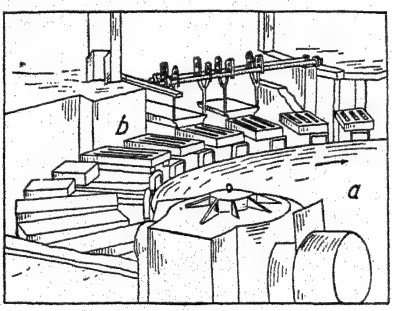

FIG. 228.—Commercial copper form-casting machine. *a*. Casting wheel, or table. *b*. Moulds. (*Courtesy of Anaconda Copper Mining Company.*)
5. *Casting.*—This operation consists of casting the molten copper into commercial shapes, wire bars, slabs, wedge bars, cakes, ingots, ingot bars and billets (Fig. 228). The moulds are made of copper and sprayed with a bone-ash emulsion. The moulds are placed radially in a circular casting machine known as the "Clark casting machine." As the wheel turns around, the moulds are filled with copper from the furnace. After the copper has set, the moulds automatically tip, dropping the copper bars into a water bosh, which cools the copper and gives it the characteristic red color. The bars come up from the bosh on an endless belt and after weighing are ready for shipment.[1]